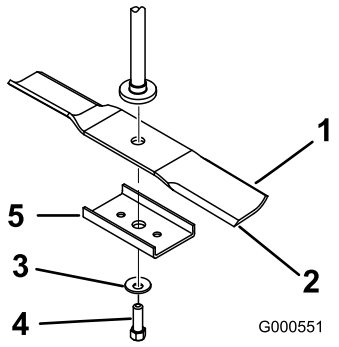

Figur 54
Håll knivänden med en trasa eller en tjockt vadderad handske. Avlägsna knivskruven, den böjda brickan, knivförstärkningen och kniven från spindelaxeln (Figur 54).
1. Montera kniven på spindelaxeln (Figur 54).
2. Montera knivförstärkningen, den böjda brickan (kupade sidan mot kniven) och knivskruven(Figur 54).